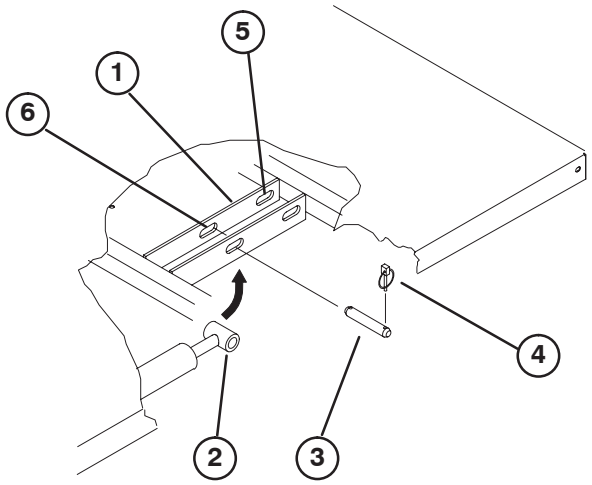

Bild 9
2. Nehmen Sie die Klappstecker von den äußeren Enden der Lastösenbolzen der Zylinderstange (Bild 9) ab.